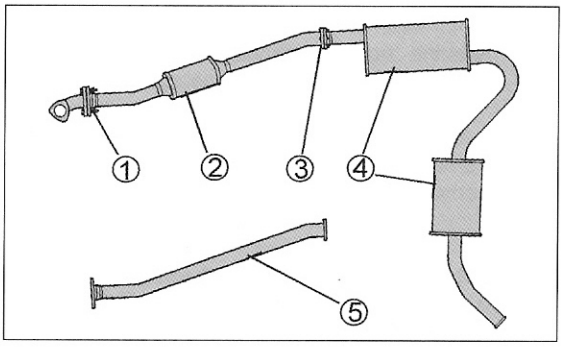

Bild 328
Bei einem Dieselmotor in den Modellen 2.5D, 2.8D, 2.8TDi und 2.8HDi entspricht die Anlage der in Bild 328 gezeigten, jedoch ist sie nicht bei allen Fahrzeugen gleich. Ist ein Katalysator eingebaut, wird er mit dem vorderen Rohr (2) verbunden, fehlt der Katalysator ist an dessen Stelle das Rohr (5) eingebaut.